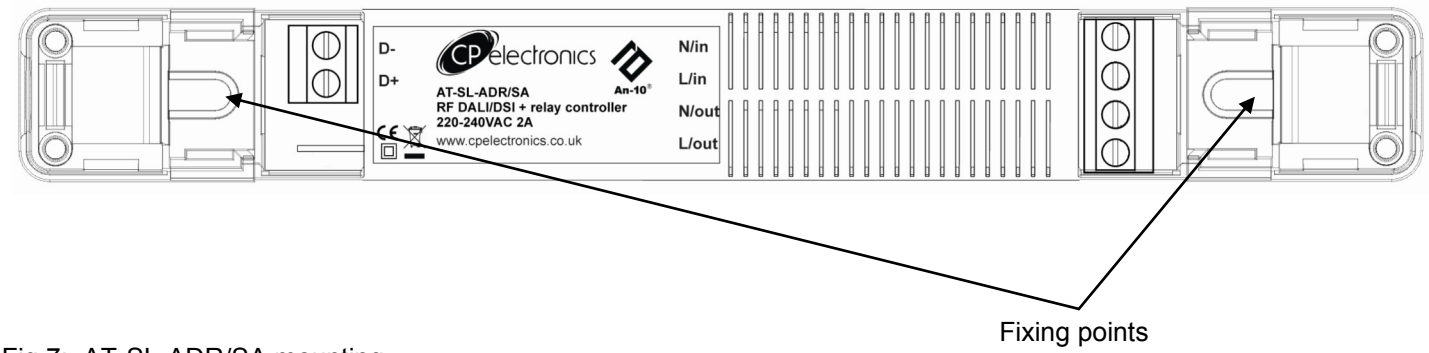

Fig 7: AT-SL-ADR/SA mounting
- Affix the AT-SL-ADR/SA using the fixing slots shown in the diagram below (Fig. 7). The fixing slots are suitable for M4 screws.
- Ensure that the main cable sheathing is over the cable clamp area (Fig. 7).